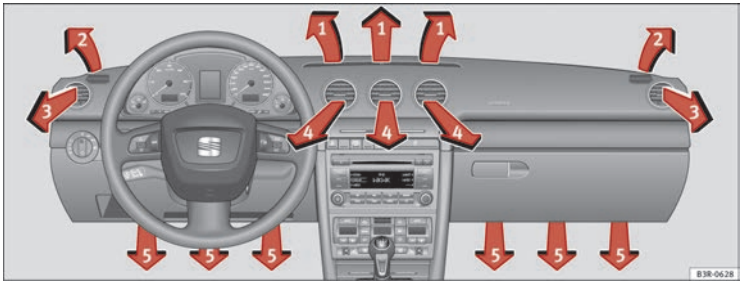

Abb. 130 Instrumententafel: Anordnung der Luftaustrittsdüsen
Die Luftaustrittsdüsen ⇒ Abb. 130 ③ und ④ können wie folgt bedient werden.
Die drei Tasten haben folgende Bedeutung. Die Zahlen beziehen sich auf die Luftaustrittsdüsen ⇒ Abb. 130. ▶
Der Gebläsemotor wird nach Ausschalten der Zündung über das Solardach mit Solarstrom betrieben. Achten Sie bitte darauf, dass die Düsen 3 und 4 geöffnet sind ⇒ Abb. 130, um eine optimale Belüftung zu erreichen.